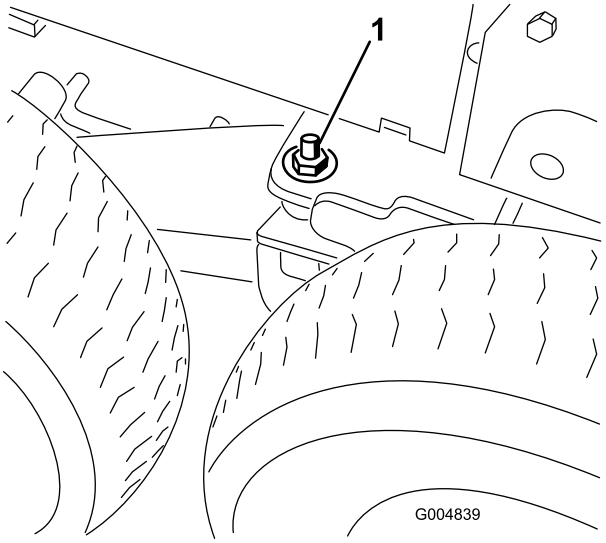

**Rysunek 129**
3. Odkręć i zdejmij nakrętkę zabezpieczającą wraz z podkładką płaską z elementu spawanego osi obrotu wózka (Rysunek 129).
7. Załóż podkładki płaskie (1/2 cala) i nakrętki zabezpieczające na kołku gwintowanym osi obrotu wózka (Rysunek 129).